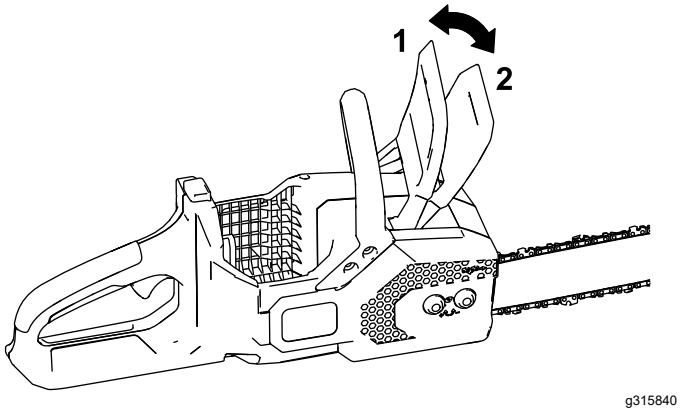

**Figur 25**
2. Aktivér kædebremsen ved at rykke den frem til STOP-positionen (Figur 25).
4. Deaktiver kædebremsen ved at rykke kædebremsen bagud til BETJENINGS-positionen (Figur 25).
4. Sørg for, at kædebremsen er i BETJENINGS-position (Figur 25).